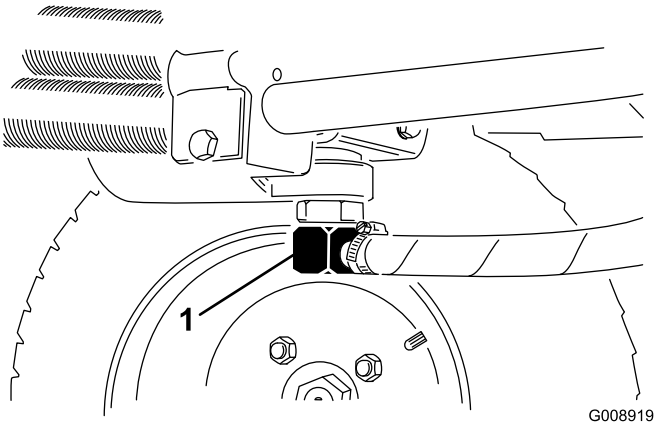
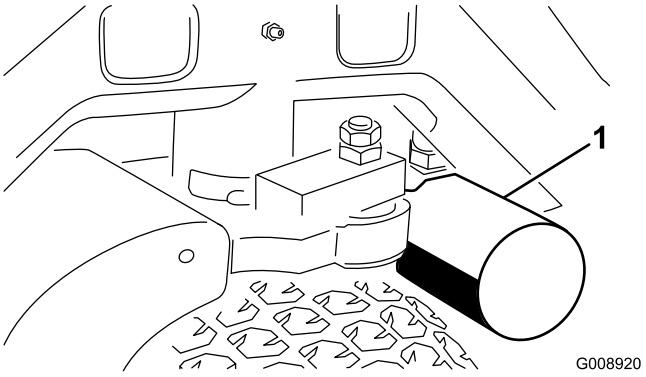

Figur 72
Figur 73
2. Frakobl hydraulikrøret (Figur 72), eller fjern hydraulikfilteret (Figur 73), og lad hydraulikolien løbe ned i en dræningsbakke.
4. Anbring en dræningsbakke under filteret (Figur 73), og fjern filteret.